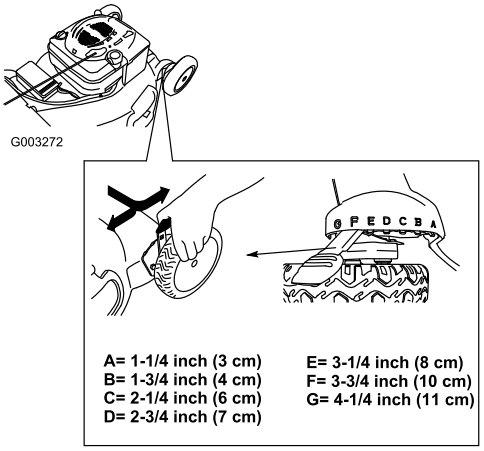

**Figura 11**
**Nota:** Per alzare il tosaerba, spostate in avanti tutte e quattro le leve dell'altezza di taglio; per abbassare il tosaerba, spostate indietro tutte le leve (Figura 11).